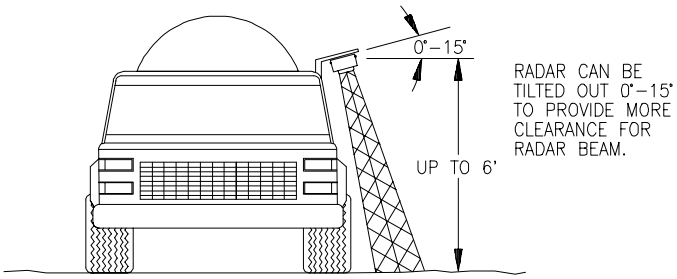

FIGURE 2
- **b)** The radar lens must be parallel to the ground from front to back. Radar can be tilted out 0-15 degrees to provide more clearance and miss obstructions. See Figure 2.